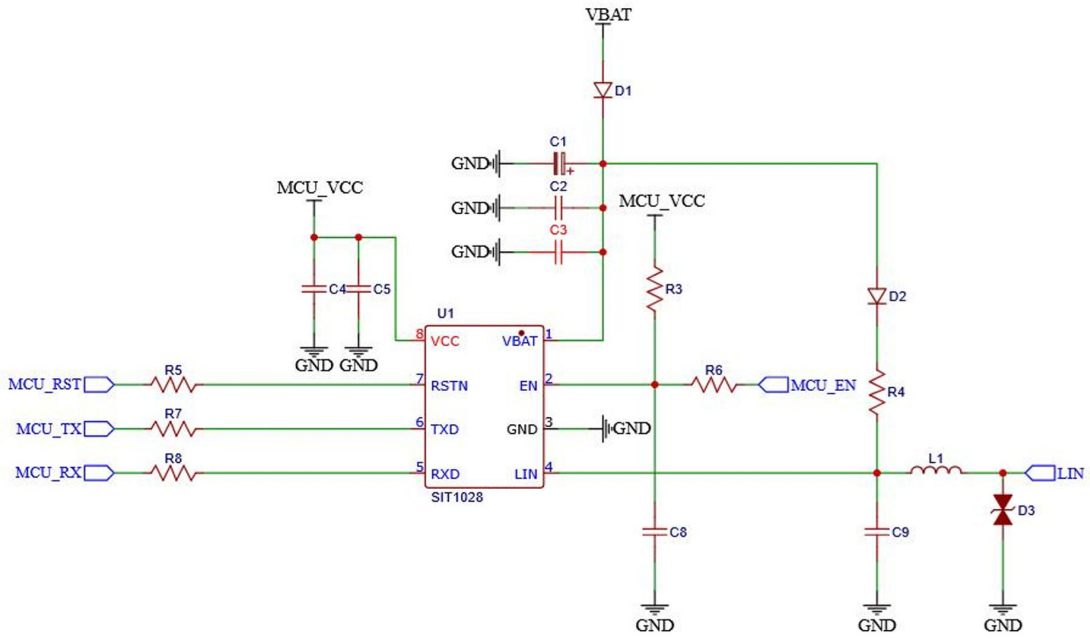

图 1-1
1. 如上图 1-1 是 SIT1028GQ、SIT1028Q/1、SIT1028Q 应用的外围电路设计，D1、D2 为防反接二极管，C1、C2、C3 为收发器去耦储能电容，滤掉电源中的干扰，提高收发器工作的稳定性；C1 可根据设计需求选用大容量的电容（如 47μF 或者更大），C2 一般用 10μF，C3 一般用 100nF，靠近芯片引脚放置。